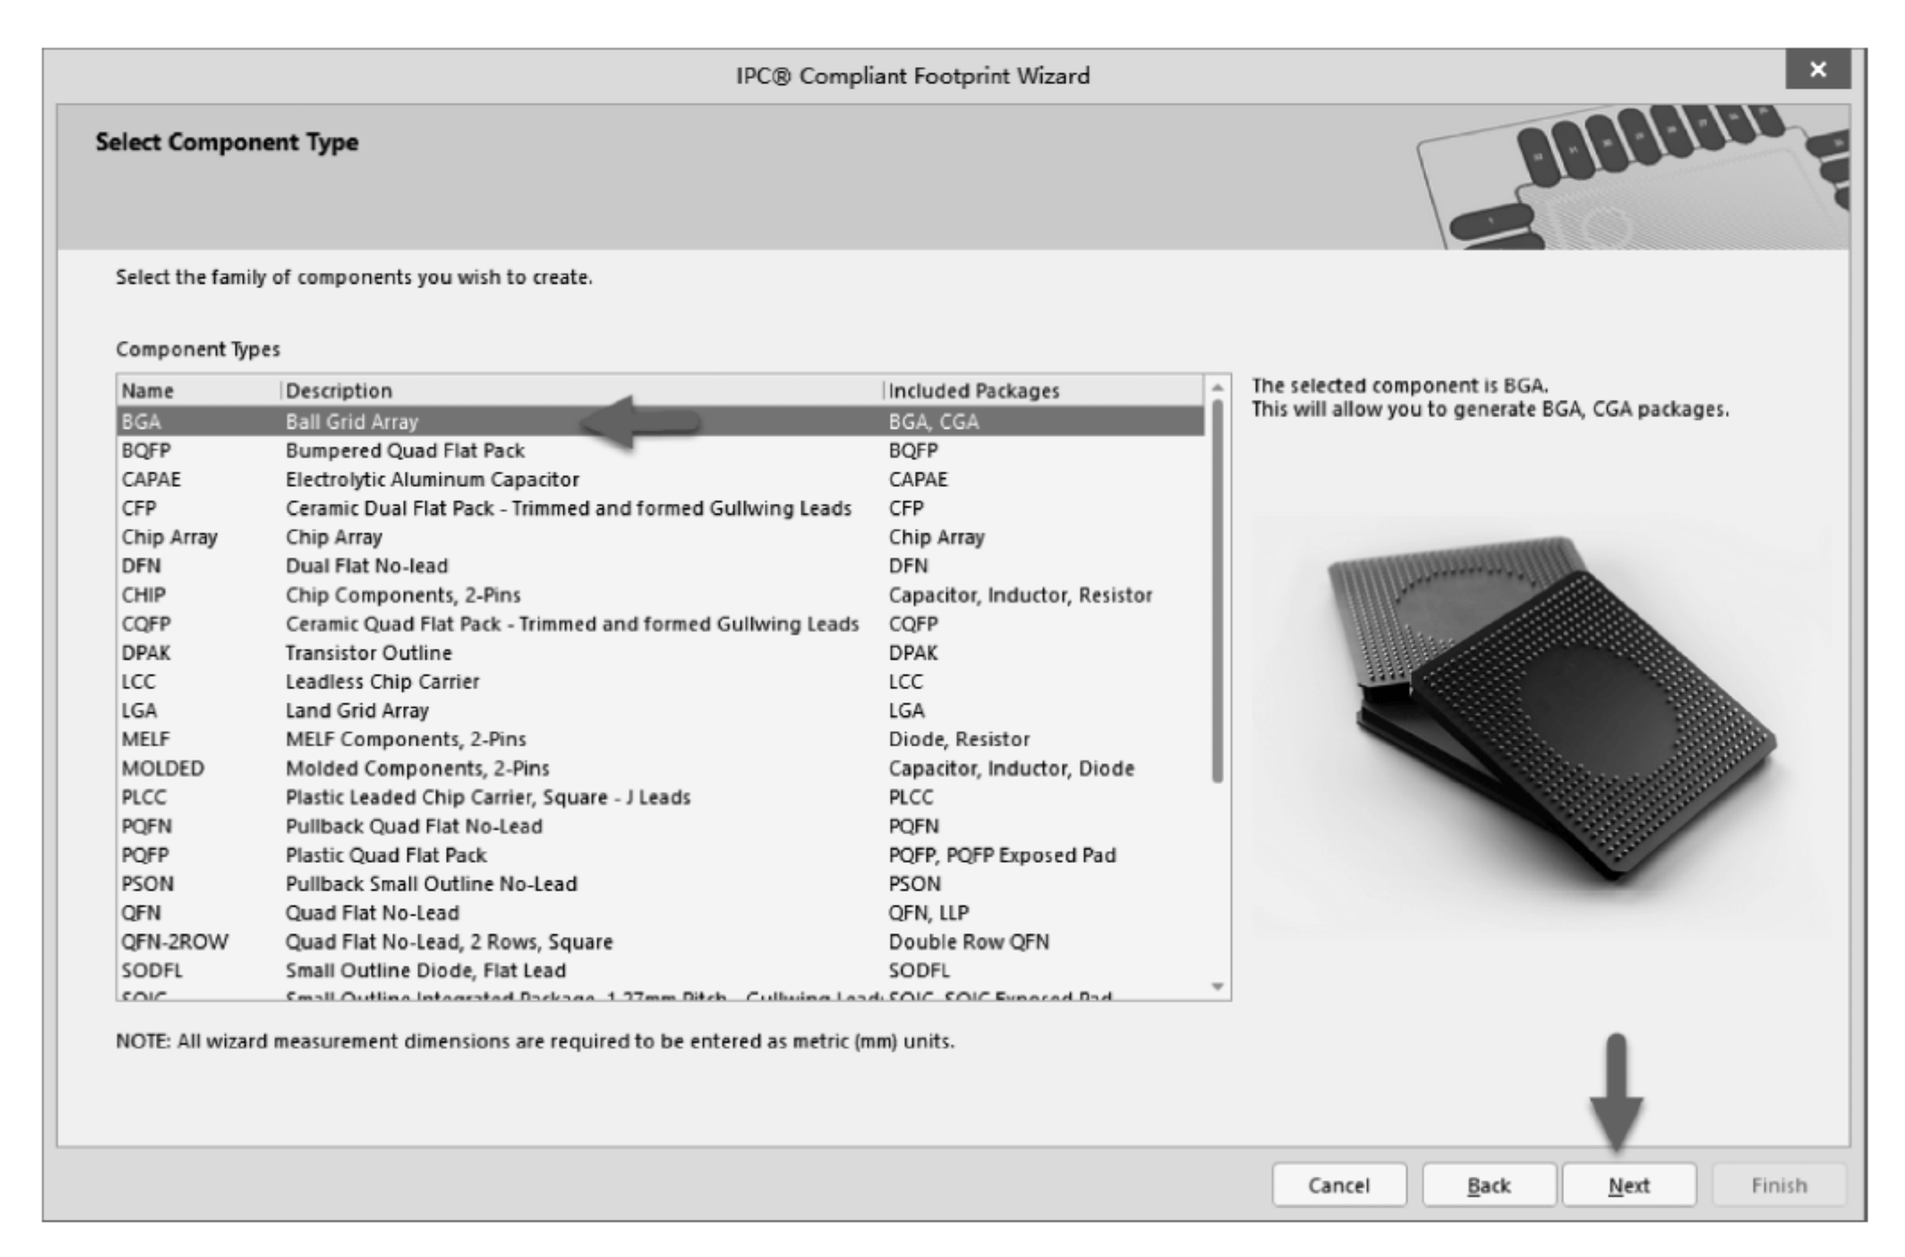

图 1-112　器件类型选择
(2) 在弹出的“向导”对话框中单击 Next 按钮，进入 Select Component Type 对话框，选择 BGA 器件类型，接着单击 Next 按钮，如图 1-112 所示。